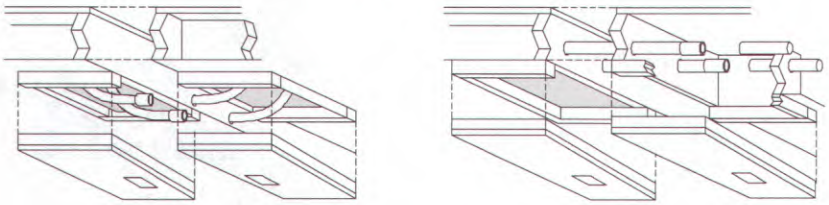

Figure 62. *Water line crossover with access panels*
3. **Pull lines.** Pull water lines through holes in rim joist. If holes are not provided, drill round holes in the center of the rim joist, with a maximum diameter of one third the rim joist depth (**Figure 62**).